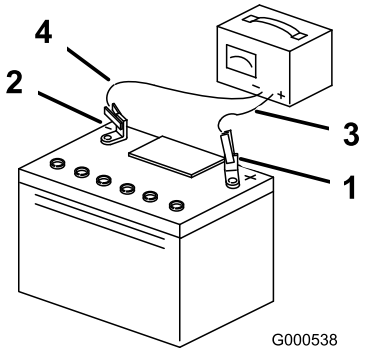

Figura 39
3. Quando la batteria è completamente carica, staccate il caricabatterie dalla presa elettrica e scollegate i cavi di ricarica dai poli della batteria (Figura 39).